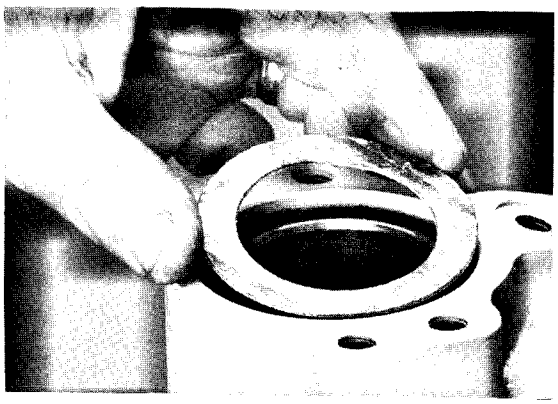

Figure 26
27. Mettre en place le joint plat dans le creux supérieur du logement de l'Hydratube (figure 26).